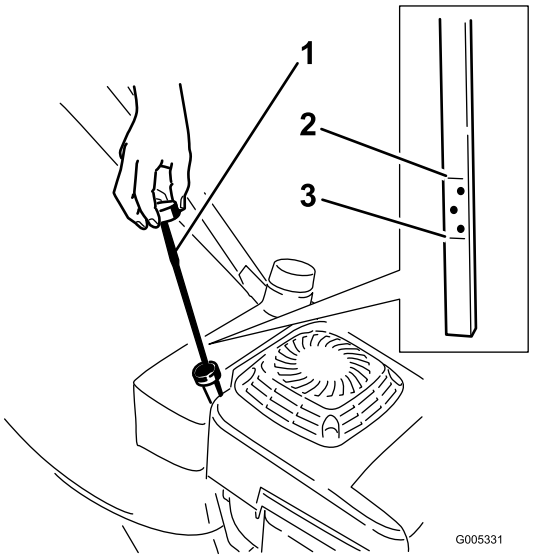

Figura 8
Prima di usare il tosaerba, verificate sempre che il livello dell'olio si trovi fra le tacche Add (rabboccare) e Full (pieno) sull'asta di livello (Figura 8).
2. Pulite attorno all'asta di livello (Figura 8).
6. Rimuovete l'asta e controllate il livello dell'olio sull'asta (Figura 8).